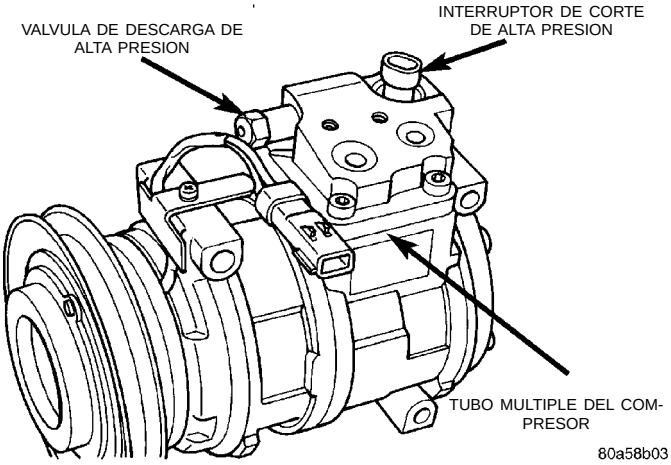

Fig. 35 Ubicación de la válvula de descarga de alta presión
(1) Desconecte el conector de cableado en el conmutador (Fig. 35).
(2) Retire el anillo de muelle interno.
(3) Tire del conmutador fuera del múltiple.
(1) Retire el refrigerante del sistema de A/A usando una máquina de recuperación de refrigerante R-134a.
(2) Gire la válvula de descarga de alta presión en sentido contrario de las agujas del reloj y sepárelo del vehículo (Fig. 35).